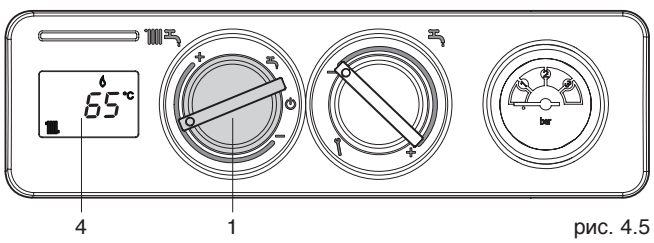
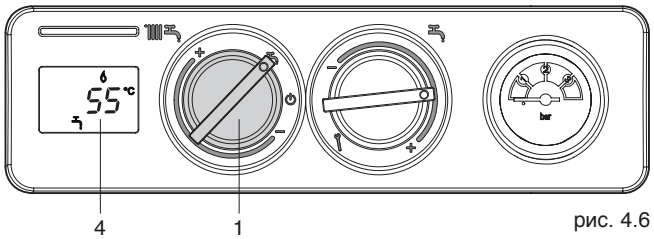

рис. 4.5
рис. 4.6
- **Режим «Зима»:** установите переключатель режимов работы (1, рис. 4.5) внутри зоны, обозначенной знаками + и – если вы хотите, чтобы котёл работал на отопление и на ГВС. Приоритет будет у функции ГВС. При запросе тепла котёл включится, на дисплее (4, рис. 4.5) отобразится температура воды в контуре отопления, значок работы в режиме отопления и значок пламени. При запросе на производство горячей воды, на дисплее (4, рис. 4.6) отобразится температура воды в бойлере, значок работы в режиме ГВС и значок пламени.
- **Режим «Лето»:** если повернуть переключатель на символ «лето» (1, рис. 4.6) включится традиционная функция работы только для ГВС. При запросе горячей воды, на дисплее (4, рис. 4.6) отобразится температура воды в бойлере, значок работы в режиме ГВС и значок пламени. Котёл будет работать до тех пор, пока не будет достигнута заданная температура, либо не будет удовлетворён запрос на производство тепла.